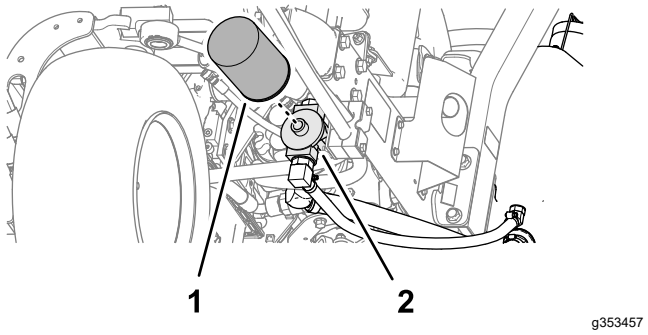

Figur 92
2. Rengör runt området där filtret ska monteras. Placera ett avtappningskärl under filtret (Figur 92) och avlägsna filtret.